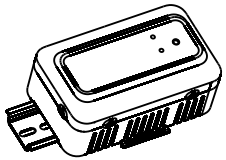

Рис. 6
2. Оденьте прибор на DIN рейку. Рис. 6.